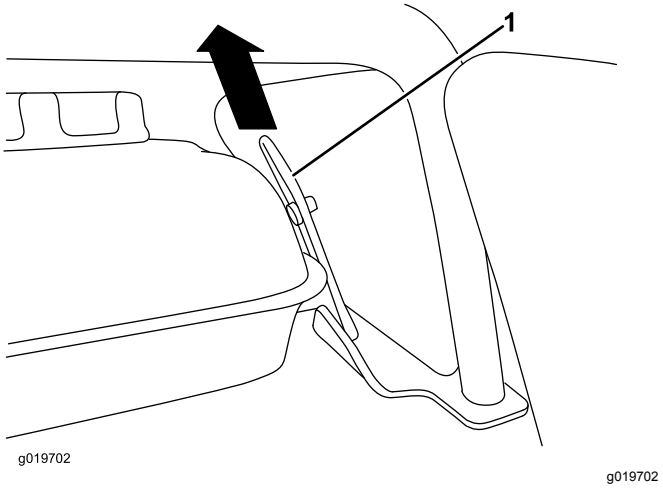

**Figure 11**
2. Remove the water tank from the frame by pulling up on the elastic tank latch (Figure 11).